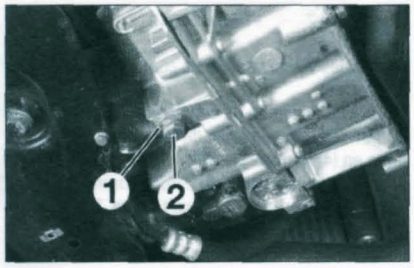

Figure 3b-3
- la vidange, en retirant le bouchon déversoir (1).
- la mise à niveau, en retirant le bouchon (2).
- Reposer le bouchon (1) **(figure 3b-3)**.